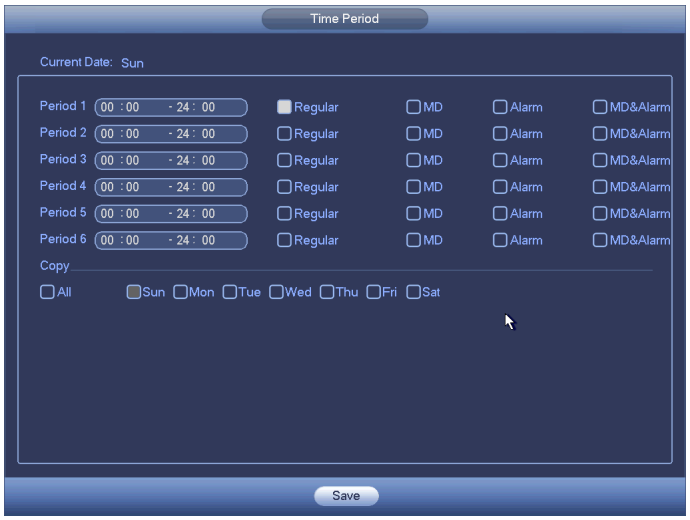

Figure 4-43
- Period setup: Click button after one date or a holiday, you can see an interface shown as in Figure 4-43.There are five record types: regular, motion detection (MD), Alarm, MD & alarm and intelligent.